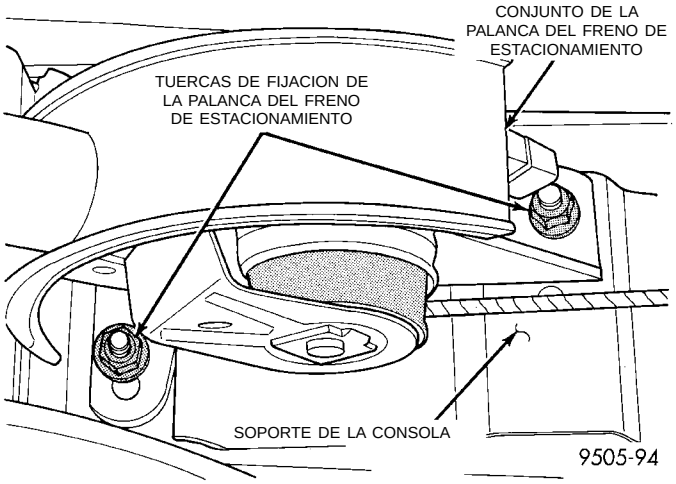

Fig. 11 Fijación de la palanca del freno de estacionamiento al soporte de la consola
(11) Retire las dos tuercas (Fig. 11) que fijan la palanca del freno de estacionamiento al soporte de la consola. Retire del vehículo el mecanismo de la palanca de freno de estacionamiento.